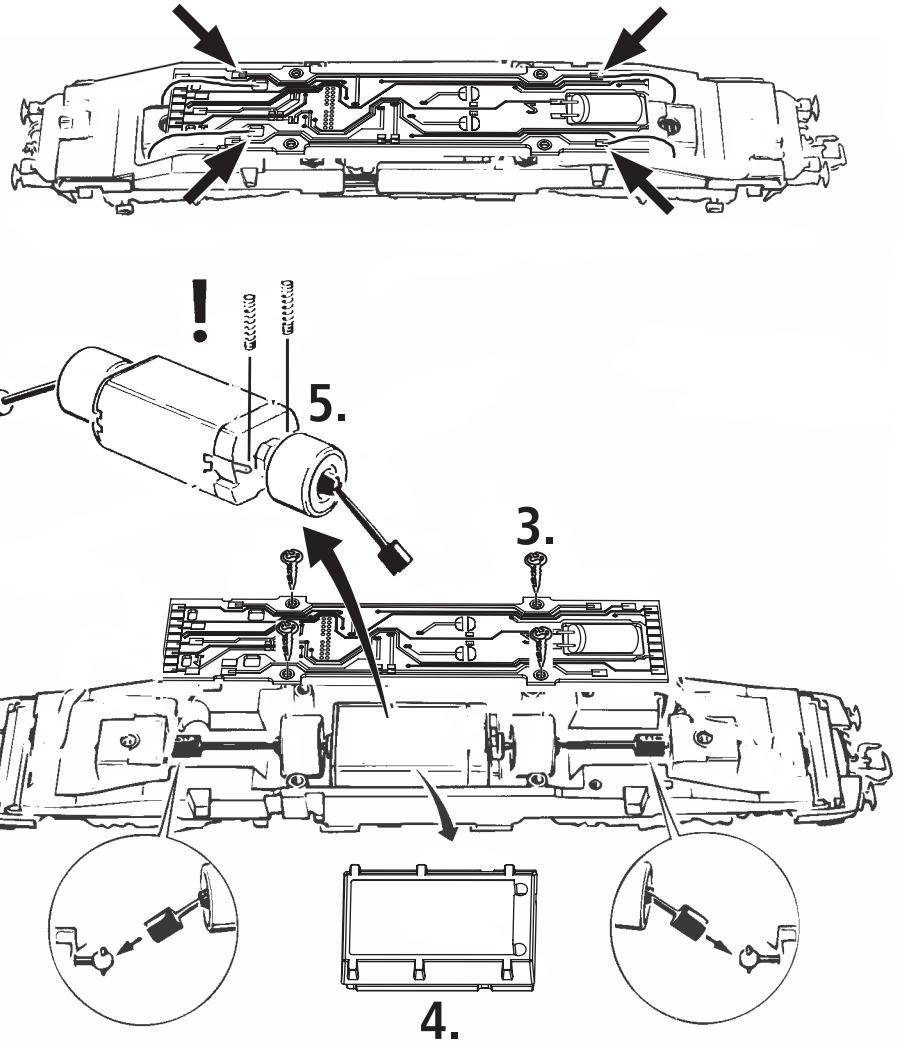

Fig. 9
Schleiferwechsel: siehe Fig. 9
A.C. pick up: see fig. 9
voir fig. 9